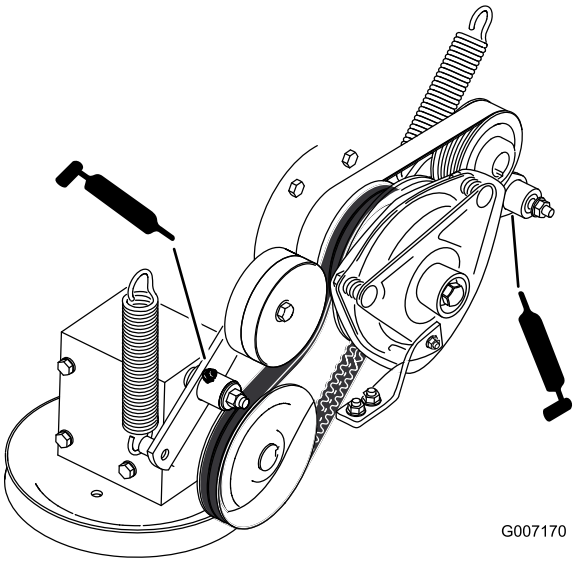

Figur 34
8. Smør drivremmens styrearm på kraftudtaget (Figur 34).
9. Smør pumperemmens styrearm (Figur 34).